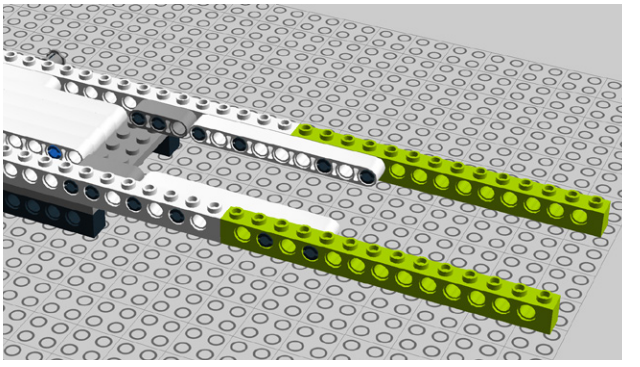

Figure 8-61. *Step 56: Adding a pair of 14M Technic bricks*
56. Add two 14M Technic bricks (Figure 8-61).